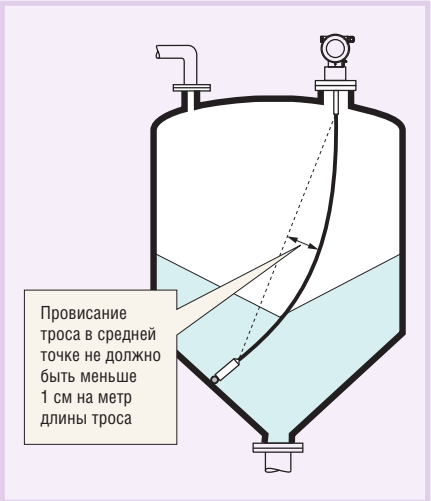

Рис. 6. Пример применения уровнемера с невертикальным монтажом зонда (конец зонда крепится к стенке бункера)
- В процессе измерения уровня зонд не должен касаться каких-либо элементов конструкции бункера; если существует угроза, что в процессе эксплуатации это условие может быть не выполнено, или если в силу специфики применения предполагается невертикальное положение зонда, его конец должен быть специально закреплён (рис. 6).